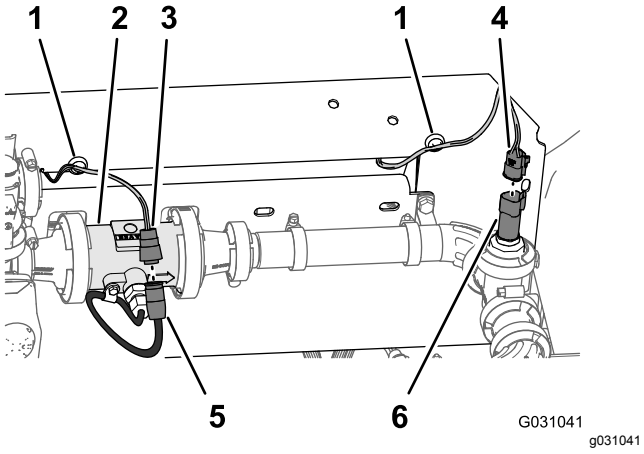

Figur 108
1. Før koblingene på ledningssatsforgreningene på 218,4 cm og 75,5 cm merket **Flow Meter** (strømningsmåler) og **Pressure Transducer** (trykktransduser) bakover fra manifoldfestet (Figur 108).
2. Koble den 75,5 cm lange ledningssatsforgreningen for strømningsmålerens (ikke merket) kontakt med tre sokler til ledningssatsen for strømningsmålerens kontakt med tre pinner (Figur 108).
3. Koble den 218,4 cm lange ledningssatsforgreningen for strømningsmålerens kontakt med tre sokler merket **Pressure Transducer** (trykktranduser) til trykktransduserens kontakt med tre pinner (Figur 108).
4. Fest de magnetiske ankrene for ledningssatsen for gjennomstrømningsmåleren og trykkomformeren på overflaten til manifoldfestet (Figur 108).